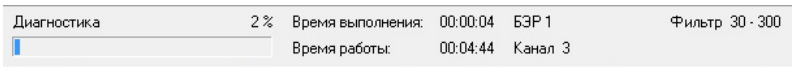

Рис. 14 Панель состояния (для режима диагностики).
- БЭР, на котором идет диагностика и используемый фильтр (рис. 14).